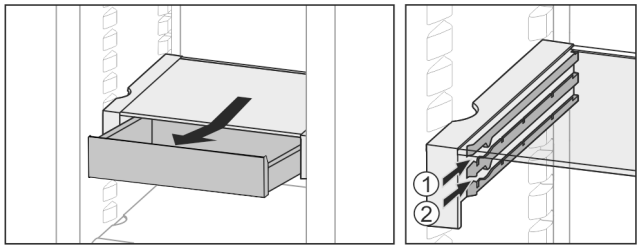

Fig. 27
▶ Slide back at the height you want *Fig. 27 (1)* or *Fig. 27 (2)*.